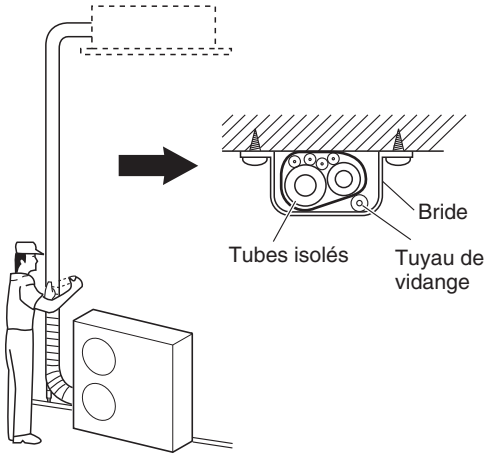

Fig. 5-9
(1) A ce moment, les tubes de réfrigérant (et le câblage électrique si les codes locaux le permettent) devraient être branchés ensemble avec du ruban d'armature en 1 faisceau. Pour éviter que le condensat ne déborde du carter de purge, garder le tuyau de purge séparé du tube de réfrigérant.
(2) Enrouler le ruban d'armature par le bas de l'unité extérieure jusqu'en haut du tube lorsqu'il entre le mur. Lorsque vous enroulez le ruban, chevauchez la moitié de chaque tour de ruban précédent.
(3) Brider le lien de tube au mur en utilisant approx.1 bride à chaque mètre. (Fig. 5-9)